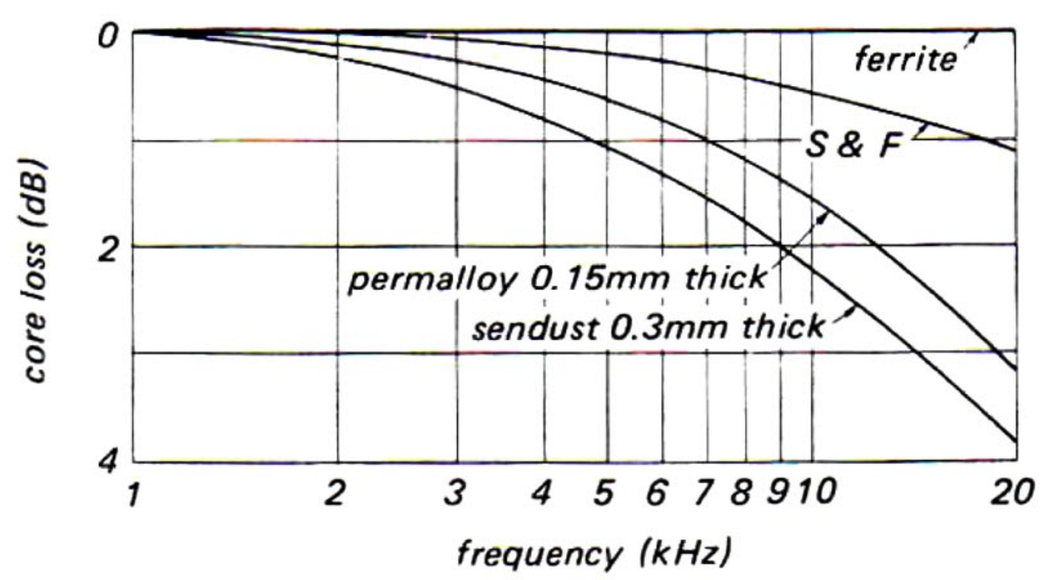

*Fig. 8*
b) These metallic magnetic materials such as the Sendust and permalloy apt to degrade in the high-frequency response due to the flow of the eddy current. In many cases, these materials are processed to thin sheet metal and laminated to reduce the degradation in the high-frequency response. Fig. 8 shows the core loss vs. frequency curves of the four kinds of head, i.e., laminated Sendust, laminated permalloy, S & F and ferrite heads.
As can be understood from Fig. 8, the laminated Sendust and laminated permalloy heads still have a large amount of core loss. The ferrite head has almost no loss on the contrary. The S & F head has a less core loss than the first two because most part of its magnetic circuit is made of ferrite and the frequency response is very good.